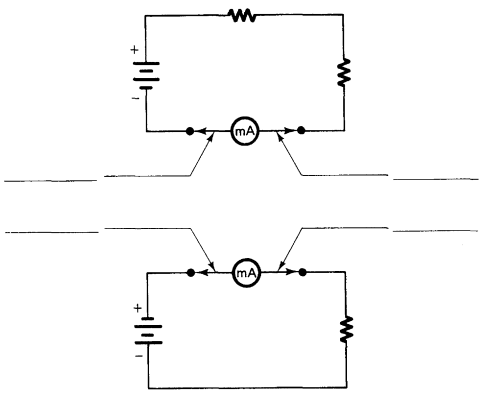

FIGURE 2-3E
9. In the illustrations of Fig. 2-3E show which test leads should be red (+) and which should be black (–) for the current meters indicated.